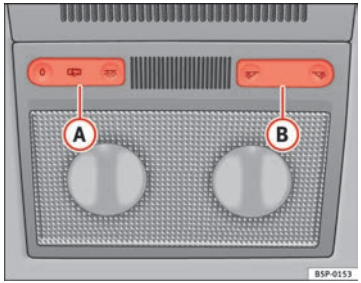

Fig. 76 Interior roof trim: front interior lighting
The switch (A) ⇒ Fig. 76 is used to select the following positions:
Push the switch to position O ⇒ Fig. 76.